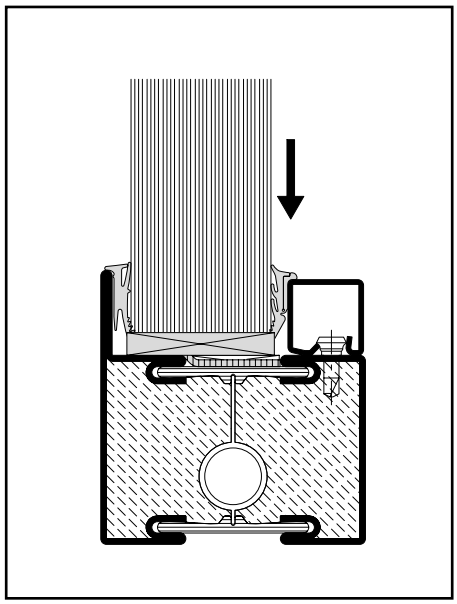

Abb. 19 / Fig. 19 / Fig. 19
- Keildichtung glasleistenseitig eindrücken. Im Eckbereich beginnen und anschliessend in Richtung Mitte eindrücken (Abb. 19).
- Enfoncer les joints coté parcloses en commençant dans les angles et en les enfonçant vers le milieu (fig. 19).
- Press in the wedge weatherstrip on the glazing bead side. Commence in the corner and then press in towards the centre (fig. 19).